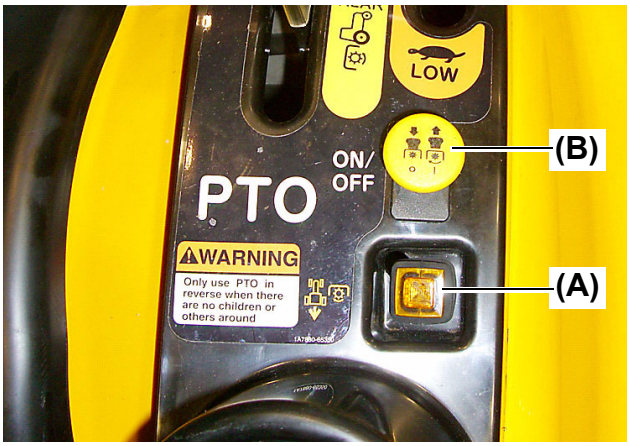
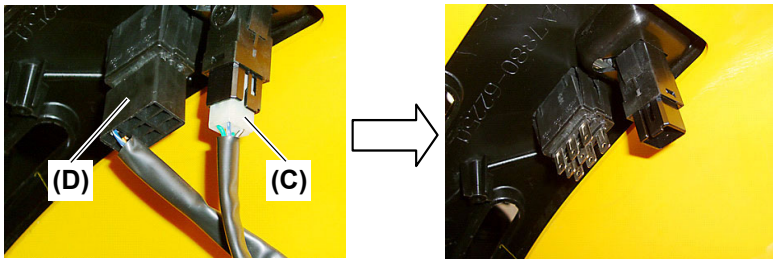

Fig. 1
Fig. 2
2. Disconnect the wire harness connector **(Fig. 2, (C))** from the reverse-override switch **(Fig. 1, (A))**.
3. Disconnect the wire harness connector **(Fig. 2, (D))** from the Power Take Off (PTO) switch **(Fig. 1, (B))**.
* Photo to the right **(Fig. 2)** shows the connectors are disconnected from the switches.